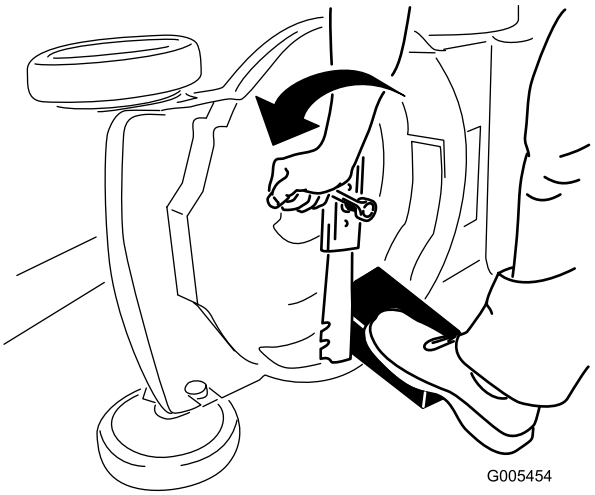

Bild 34
3. Stabilisieren Sie das Messer mit einem Holzblock (Bild 34).
4. Nehmen Sie das Messer ab und bewahren Sie alle Befestigungsschrauben auf (Bild 34).